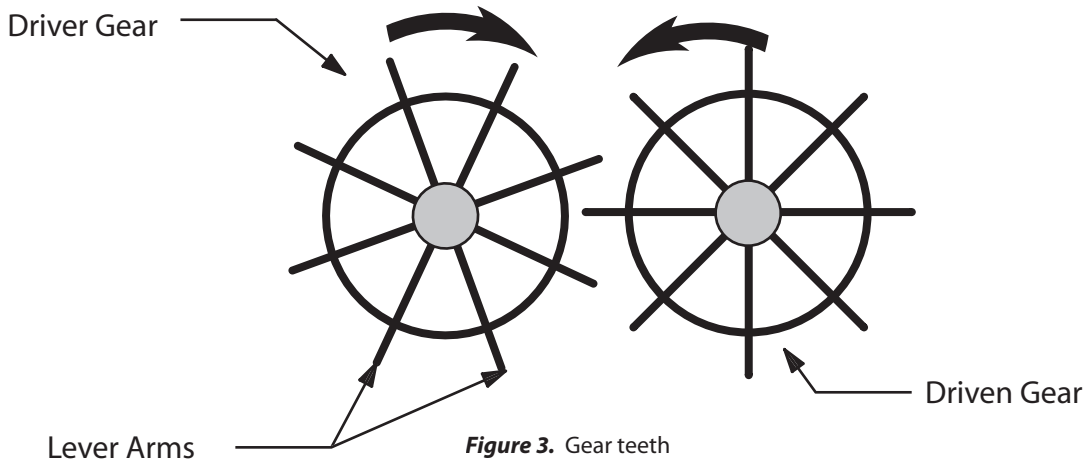

Figure 3. Gear teeth
1. Create the gear train illustrated in Figure 3 using two gears of the same size and the gear box plates provided in your gear box kit.